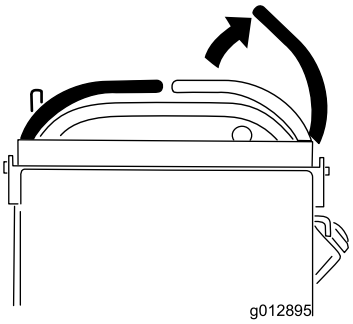

Figur 12
- Flytta rörelsereglagespakarna till neutralläget och för höger rörelsereglagespak till det neutrala låsläget (Figur 12).